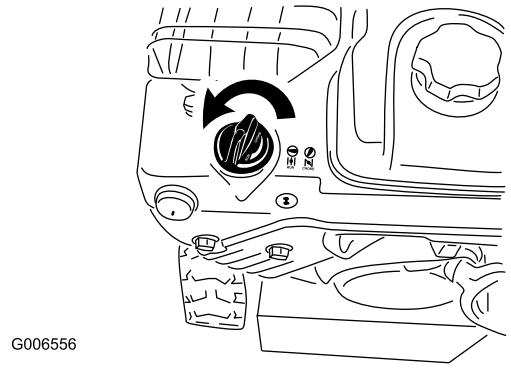

Figur 21
5. Drej chokeren til chokerpositionen (Figur 21).